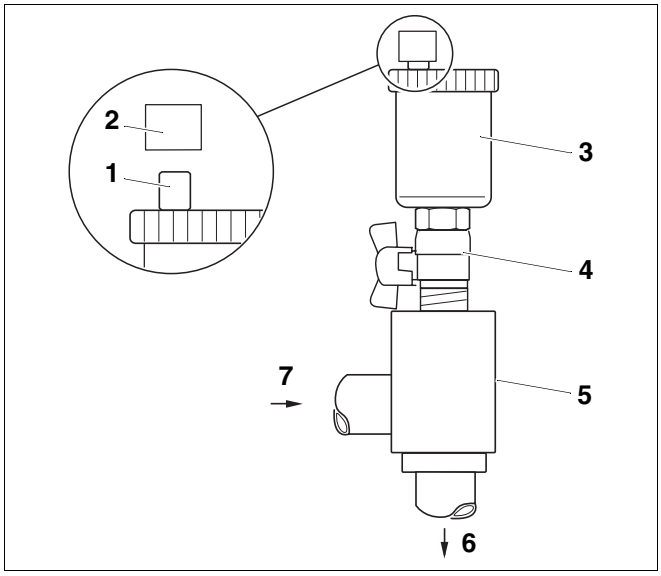

Afb. 40 Afbeelding luchtbeker met ontluchter voor vertrekaansluiting (toebehoren)
De zonne-installatie wordt via de geopende afsluitschroef (afb. 40, **pos. 1**) ontlucht. Opdat er langs de geopende afsluitschroef geen vocht in de zonne-installatie zou binnendringen, moet het beschermkapje (afb. 40, **pos. 2**) steeds op de afsluitschroef geplaatst worden.